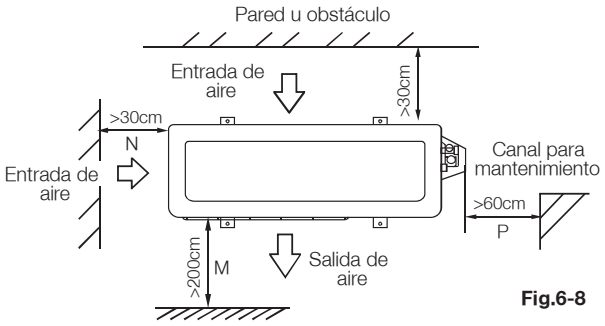

Fig.6-8
- La distancia mínima entre la unidad exterior y los obstáculos señalados en el cuadro de instalación no significa que dicha distancia se aplique en el caso de una sala hermética. Deje abierta dos de las tres direcciones (Ver Fig. 6-7, Fig. 6-8, Fig. 6-9).